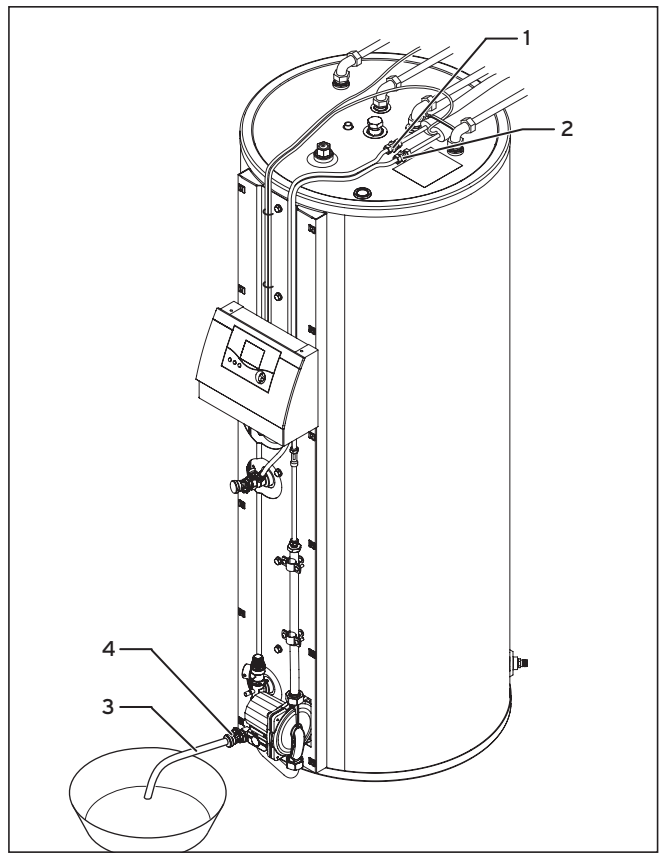

Fig. 7.3 Évacuation du fluide caloporteur
- Si la longueur du « tube solaire en cuivre 2 en 1 » utilisée dans l'installation solaire est inférieure à 5 m, vous devez ensuite, en vous conformant aux étapes de travail précédentes, laisser s'évacuer environ 0,5 l de fluide caloporteur (voir fig. 7.3).